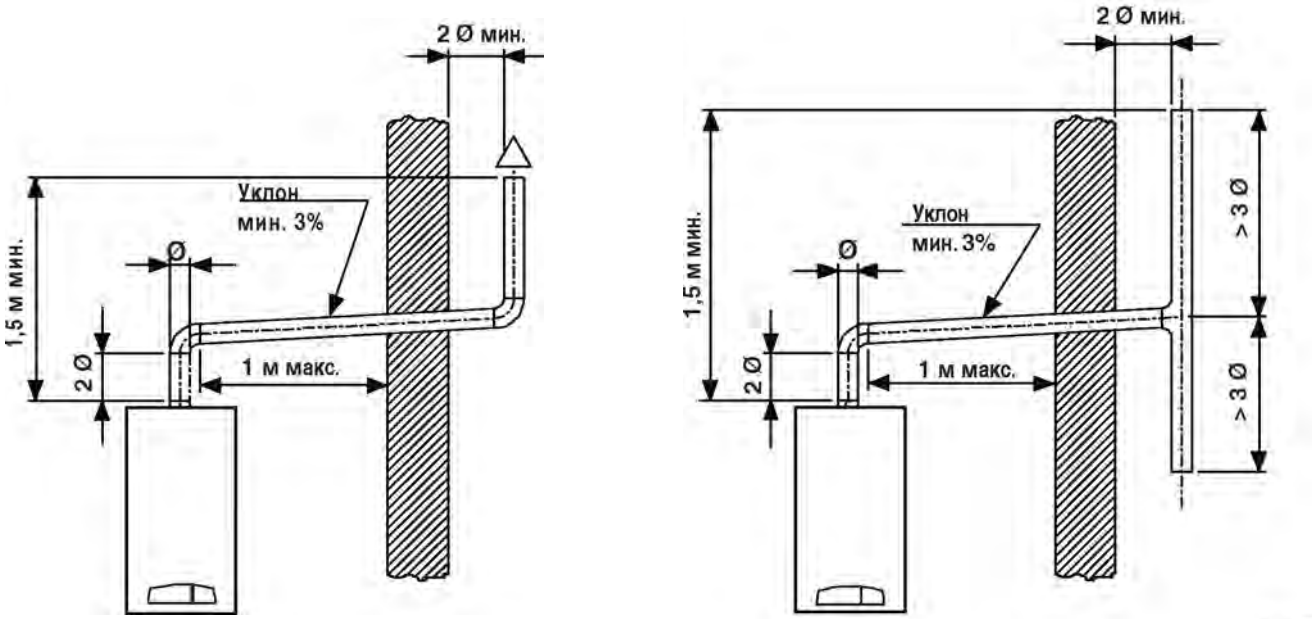

рис. 8
- Вытяжное устройство должно находиться выше как минимум на 1,5 м, чем подключение дымохода к котлу (см. рис. 8).